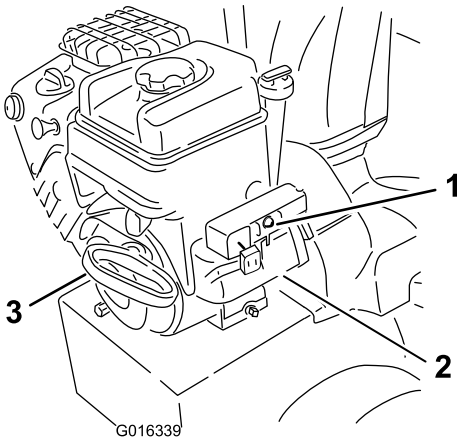

Figur 24
8. Start maskinen ved å dra i tilbakespolingsstarteren, eller trykke ned den elektriske start-knappen (Figur 24).